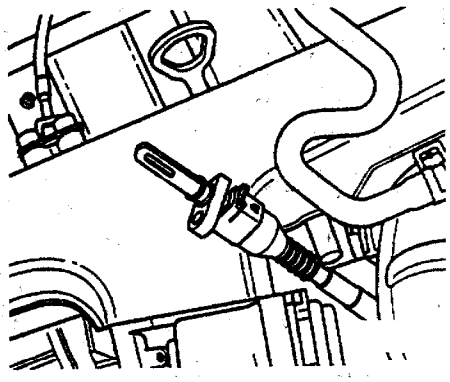

图2－27
⑦如果显示为环境温度时，继续进行以下检查：如图2－27所示，拆下进气温度传感器，再重新插上插头。向进气温度传感器喷上冷喷剂，并观察显示区域4中的温度值，温度值必须降低。按→键，再按0和6键，选择“结束输出”功能，并用Q键确认。